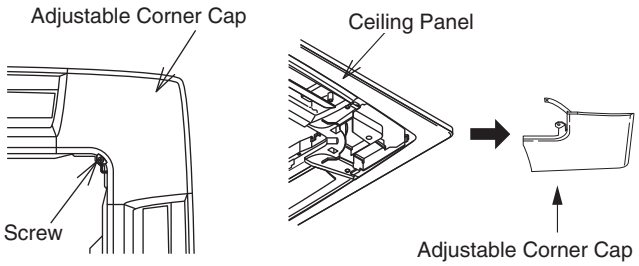

Fig. 3-2
(1) Remove the air inlet grill.
(2) Remove the screw holding the adjustable corner cap, slide the cap to the side and remove it. (Fig. 3-2)